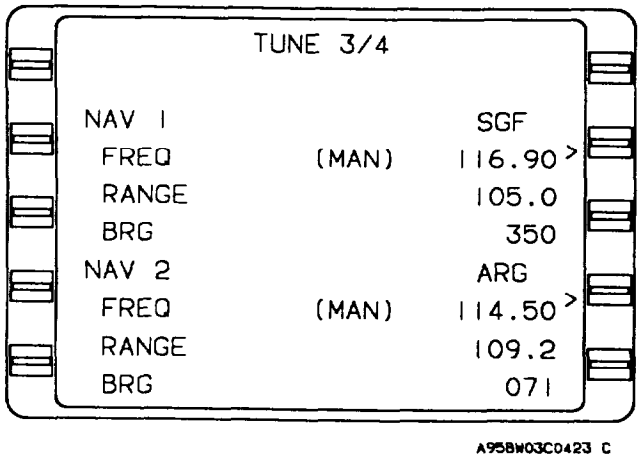

Figure 3-49. Tune 3/4 Page (NAV)
(4) TUNE 4/4 (page 4 of 4), XPDR/ADF (fig. 3-49).